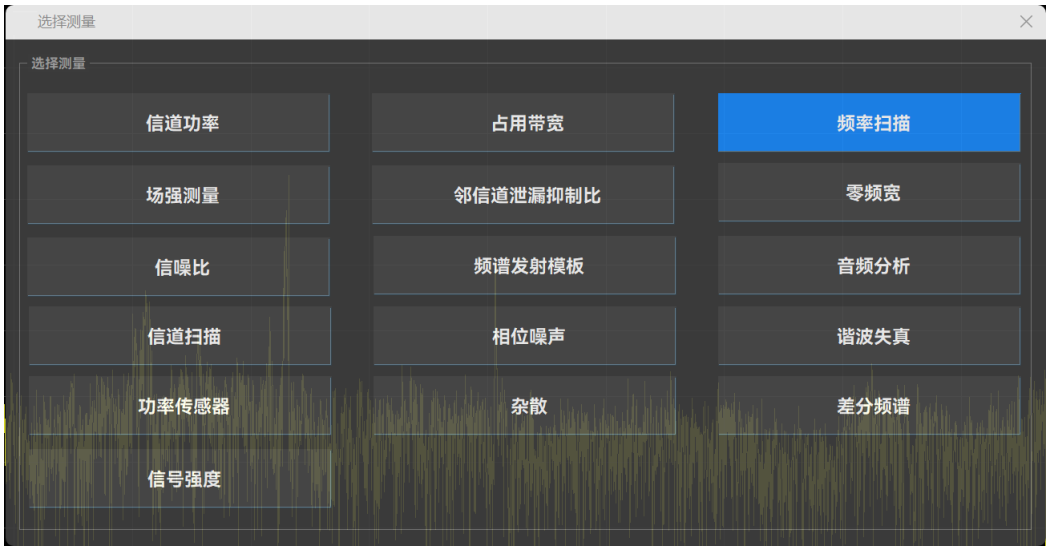

图 5.8 选择测量界面图
- 按【**测量**】，选择【**频率扫描**】测试功能，界面显示如图 5.8 所示: